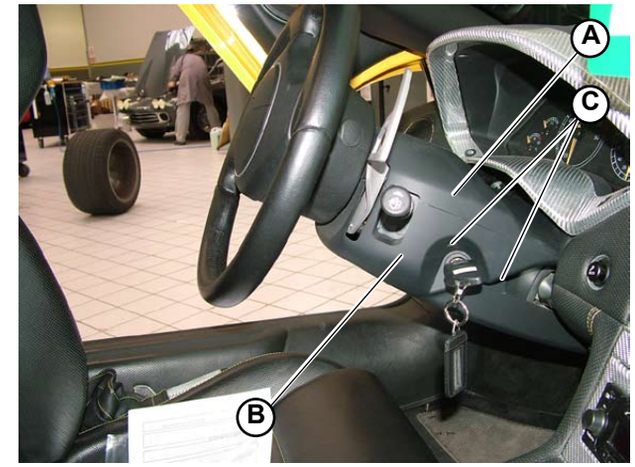

Fig.1
1. Position the upper part of the cover (**A-Fig.1**).
2. Position the lower part of the cover (**B-Fig.1**).
3. Secure the entire cover using the 8 screws (**C-Fig.1/2**) on the lower part of the cover.